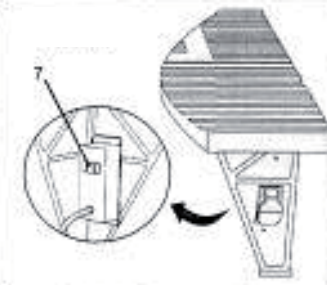

Рис.11
- Закрепите фрезер 4 винтами Philips® с плоскими головками (6). Прежде чем продолжить сборку, убедитесь, что фрезер надёжно закреплен.
- Вставьте шнур питания фрезера в розетку (7) на задней стенке блока переключателя. Закрепите шнур таким образом, чтобы он не мешал работе (рис. 11).